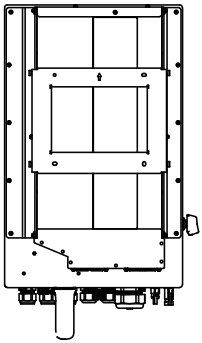

Figura 3.7 Suporte para montagem em parede
2. Levante o inversor (evitando um excessivo esforço corporal) e alinhe o suporte traseiro do inversor com a seção convexa do suporte de montagem. Pendure o inversor no suporte de montagem e certifique-se de que o inversor esteja seguro (veja Figura 3.7).